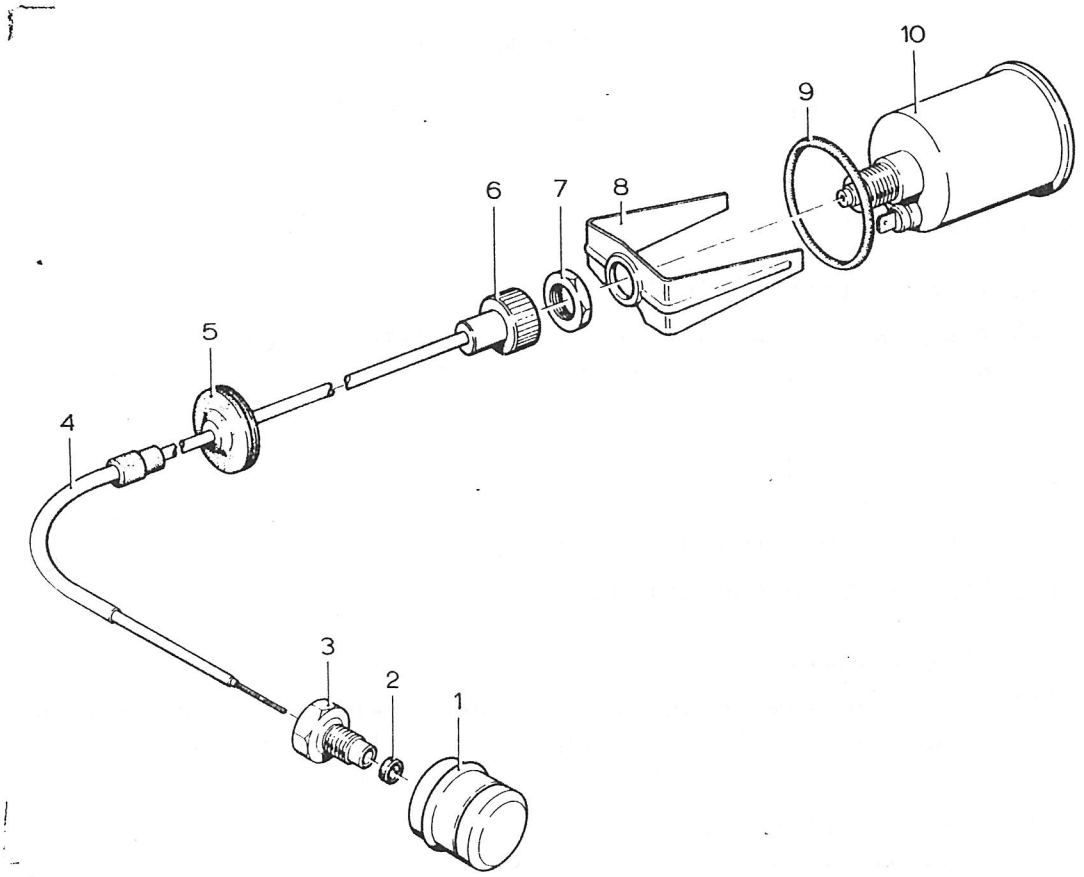

Afb. 2.18.1. Snelheidsmeter met aandrijfkabel
a. Verwijderen (afb. 2.18.1.)
(1) Draai de wartelmoer (6) van de aandrijfkabel los en neem de binnenkabel van de aandrijfkabel uit de snelheidsmeter.
(2) Neem de elektrische aansluiting voor de instrumentenverlichting los van de snelheidsmeter.
(3) Draai de moer (7) op de snelheidsmeter los en verwijder de moer (7) met bevestigingsbeugel (8).
(4) Verwijder de snelheidsmeter.
b. Aanbrengen (afb. 2.18.1.)
(1) Plaats de snelheidsmeter met de "O"-ring (9) in de juiste stand in de desbetreffende opening van het instrumentenpaneel en zet vast met de bevestigingsbeugel (8) en moer (7).
(2) Sluit de elektrische aansluiting voor de instrumentenverlichting aan op de snelheidsmeter.
(3) Steek de binnenkabel van de aandrijfkabel in de snelheidsmeter en draai de wartelmoer (6) vast.
(1) Draai de wartelmoer (6) van de aandrijfkabel op de snelheidsmeter los en neem de binnenkabel van de aandrijfkabel uit de snelheidsmeter.
(2) Trek de aandrijfkabel met doorvoertule (5) vanuit de ruimte onder het instrumentenpaneel, in de motorruimte.
(3) Draai de wartelmoer (3) waarmee de aandrijfkabel aan de voorwielas is bevestigd los en verwijder de aandrijfkabel uit de voorwielas , let op de rubber afdichtring (2).
(4) Verwijder de aandrijfkabel.